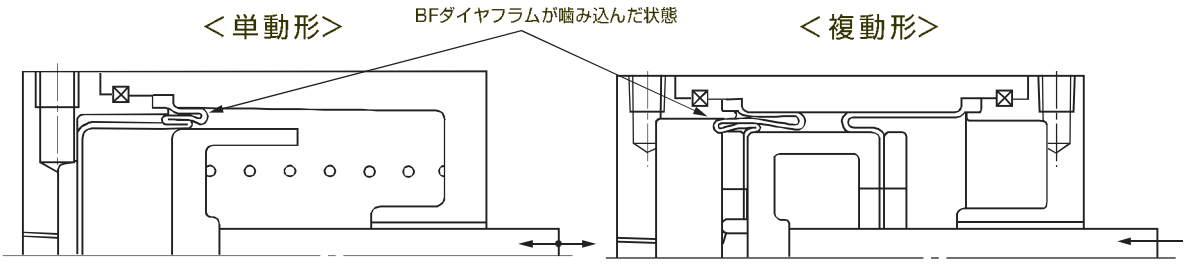

Fig.3
a) BFダイヤフラムの噛み込みを起こさないように、無圧状態で外部からロッドを動かさないで下さい。(Fig.3)